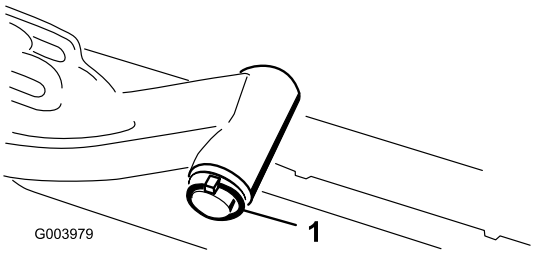

Figur 8
A. Fjern den ringstift og spændeskive, der fastgør løftearmens drejeaksel til løftearmen, og skub løftearmens drejegaffel ud af løftearmen (Figur 8).
C. Sæt løftearmens aksel ind i løftearmen, og fastgør den med spændeskiven og ringstiften (Figur 8).